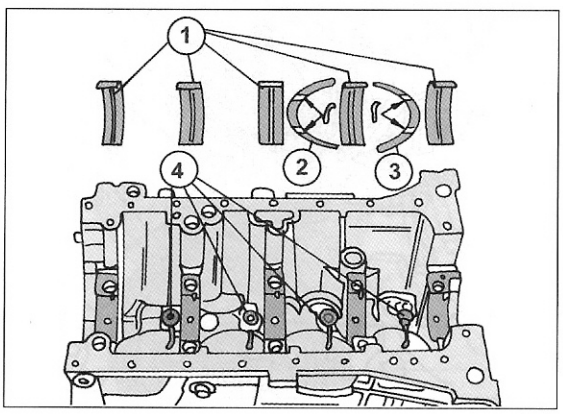

Bild 53
- Die Anlaufhalbscheiben (2) und (3) in Bild 53 für den Axialdruck der Kurbelwelle herausnehmen. Auch bei